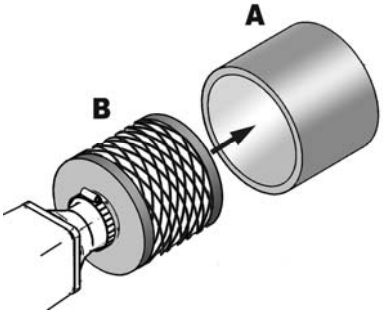

Fig. 7.2.12
El motor va provisto de filtro de aire, que consta de dos partes, el cuerpo del filtro (B) y el elemento filtrante (A). La limpieza del elemento (A) debe realizarse con agua jabonosa. El filtro completo se cambia cada dos años. Es decir, ambas partes (A) y (B) según lo establecido en el capítulo 7.1. Ver Fig. 7.2.12.